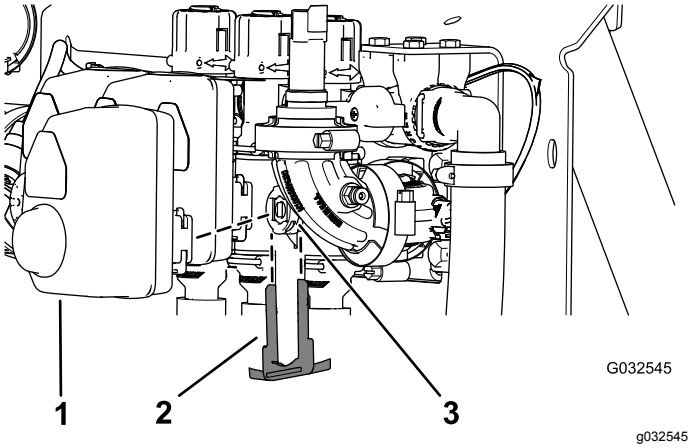

**Рисунок 105**
2. Снимите держатель, который крепит привод к коллекторному клапану секции или клапану перемешивания (Рисунок 105).